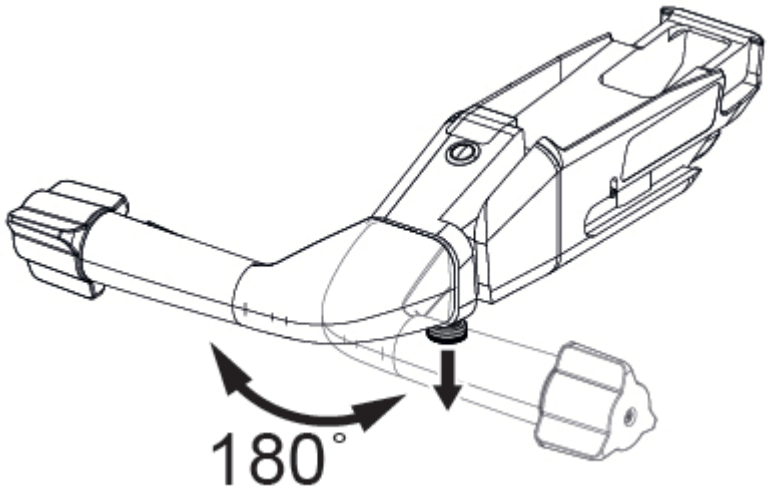

Figura 6-5. Alterar a orientação da pega de transferência motorizada
2. Para rodar a pega de transferência motorizada, puxe o trinco de posição e rode a pega de transferência motorizada para a posição pretendida. Consulte a *Figura 6-5*.